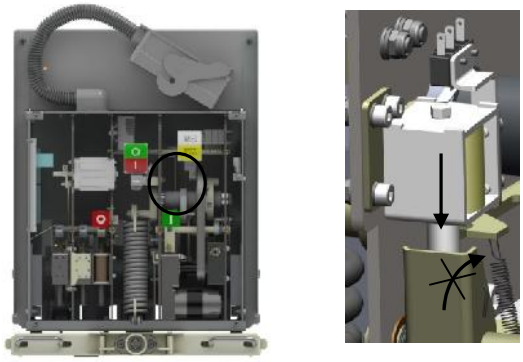

Рис. 9 Электромагнитная блокировка включения выключателя при отсутствии оперативного питания
1.4.1.6.6 Электромагнитная блокировка включения выключателя при отсутствии оперативного питания (рис. 9) позволяет блокировать спусковой механизм включения выключателя, при этом осуществляется блокировка ручного включения от кнопки «Включение» и дистанционного от электромагнита включения.